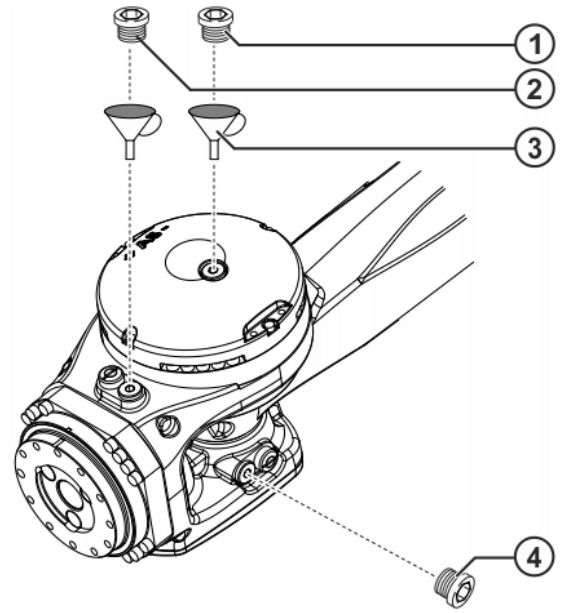

Fig. 8-14: Filling gear units A5 and A6 with gear oil
1. Put the robot into operation, move axis 4 to the -90° position, and then secure the robot by activating the EMERGENCY STOP device (>>> *Fig. 8-14*).